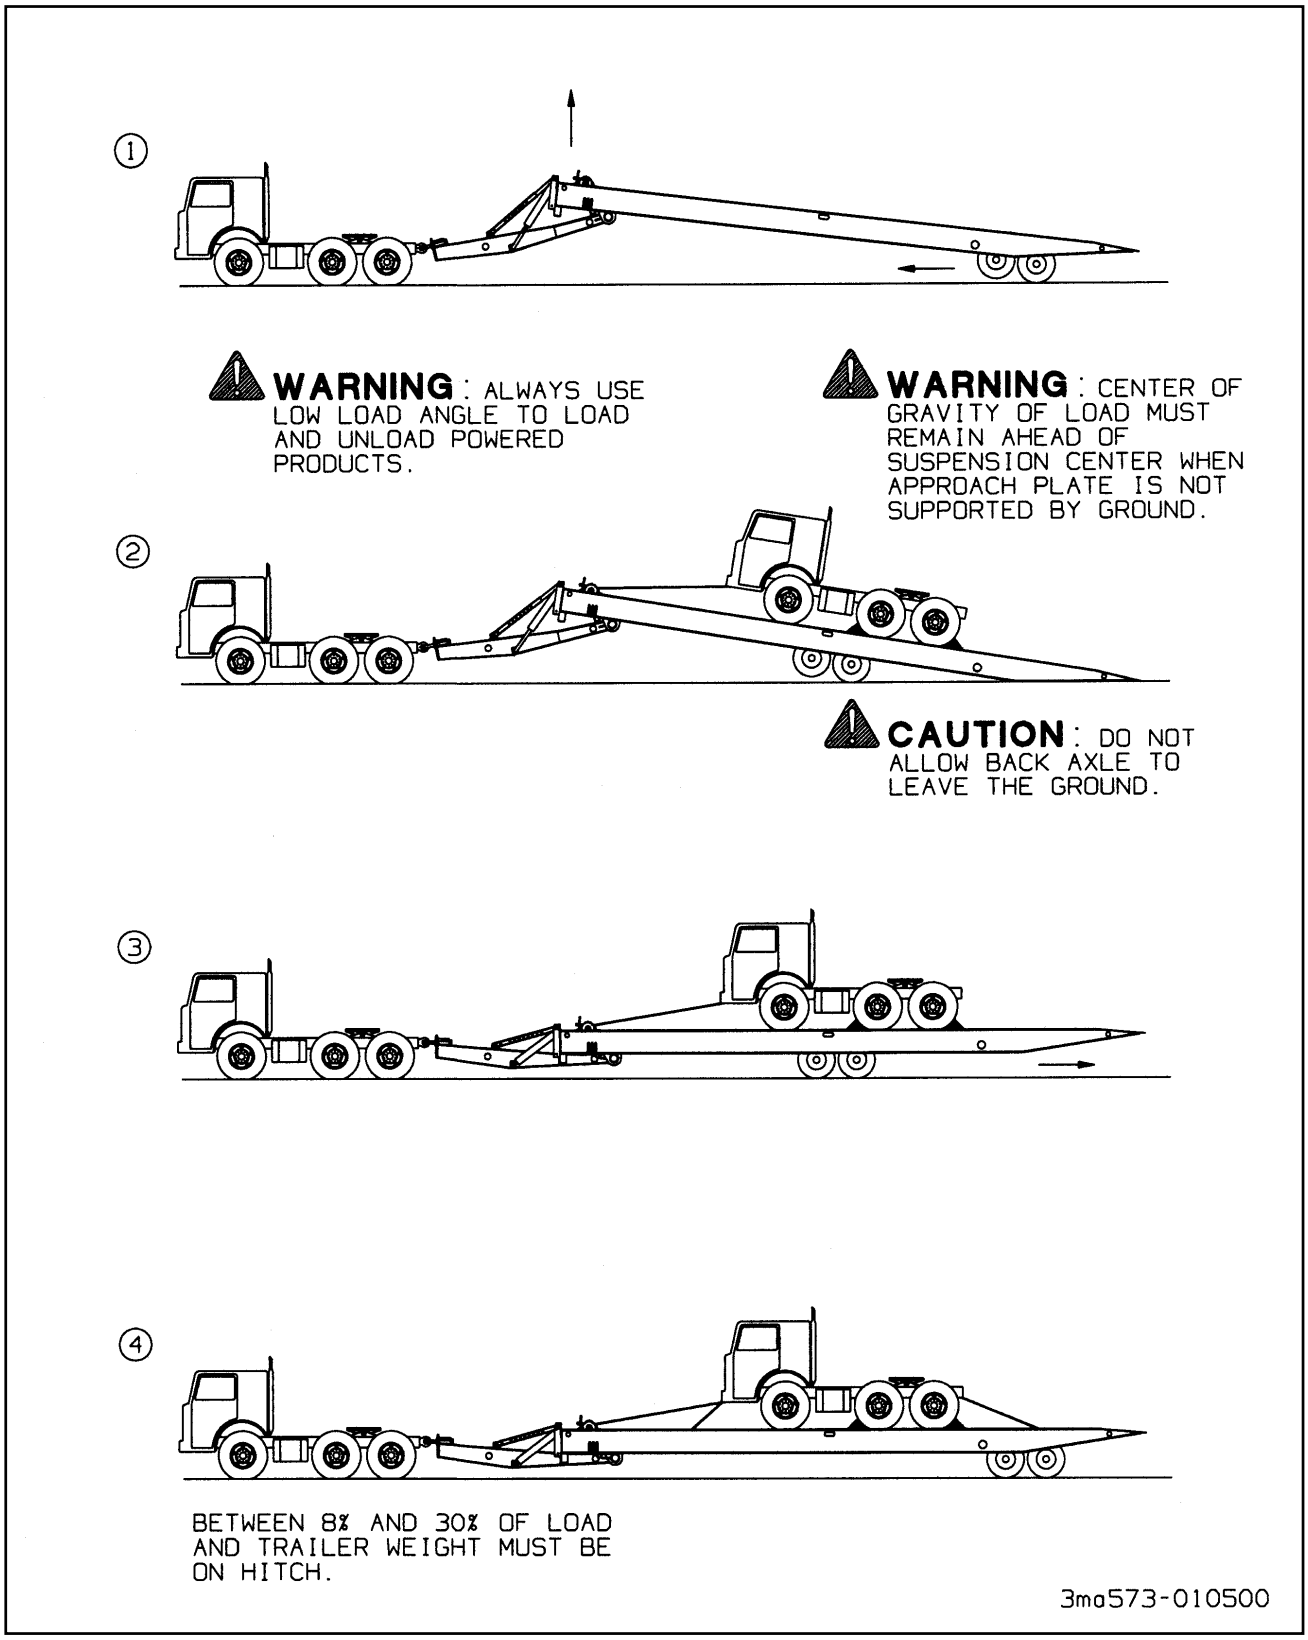

**Figure 3-4 Steps for Loading and Unloading**
**3-12.1** Practice all standard industrial safety standards **(See Figure 3-4).** Do not load any payload that will overload any component of the trailer or cause an unsafe condition.
**3-12.3** Park the tractor/trailer in a straight line on level even surface. Set the tractor brakes and release the trailer brakes **(See Figure 3-4).**
**3-13.1** Practice all standard industrial safety standards **(See Figure 3-4).**